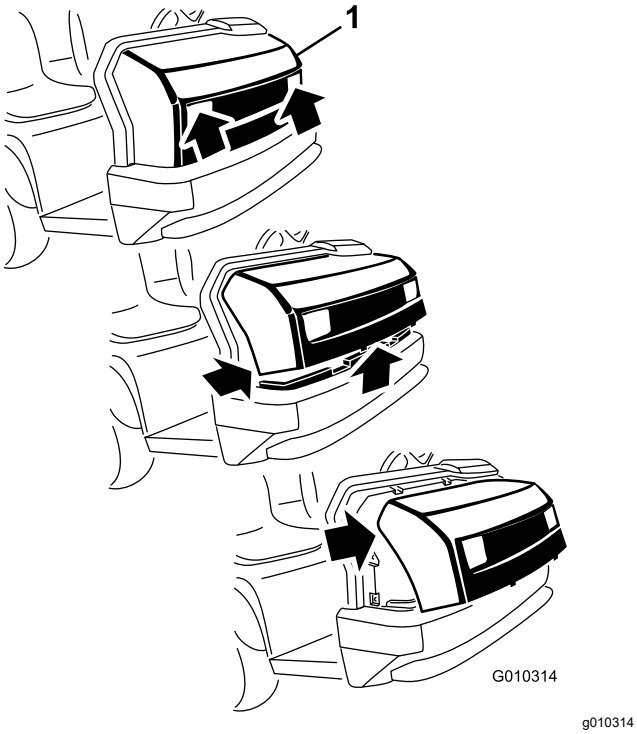

**Figura 26**
1. Sujete el capó por los orificios de los faros y levántelo para poder liberar las pestañas de montaje inferiores de las ranuras del bastidor (Figura 26).
2. Gire hacia arriba la parte inferior del capó hasta que pueda retirar las pestañas de montaje superiores de las ranuras del bastidor (Figura 26).
3. Gire hacia adelante la parte superior del capó y desenchufe los conectores de los cables de los faros (Figura 26).
2. Introduzca las pestañas de montaje superiores en las ranuras del bastidor (Figura 26).
3. Introduzca las pestañas de montaje inferiores en las ranuras del bastidor (Figura 26).